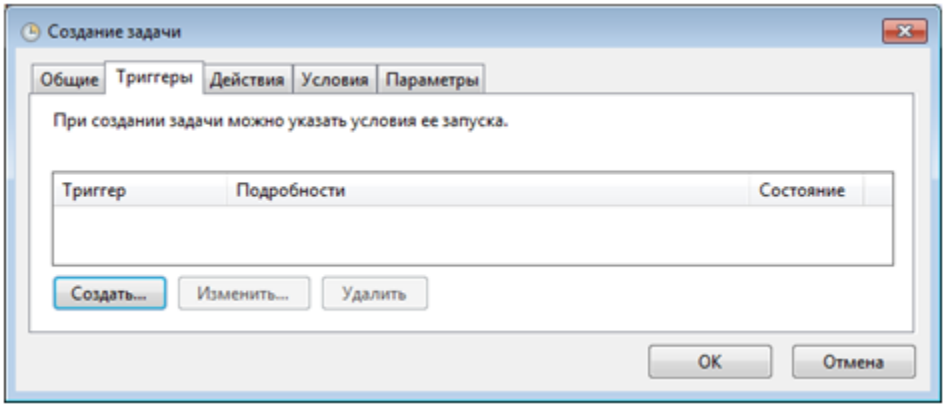

Рисунок 9-107 Переход к созданию триггера
– на вкладке «Триггеры» нажать кнопку «Создать» (см. Рисунок 9-107). В появившемся окне